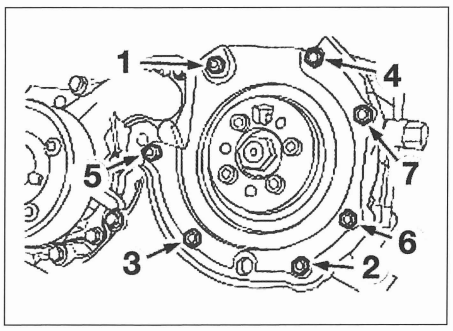

FIG. 21
- Colocar un alojamiento con un anillo de estanqueidad nuevo de bomba de inyección y apretar los tornillos en el orden indicado **(fig. 21)** al par de 1 daNm.